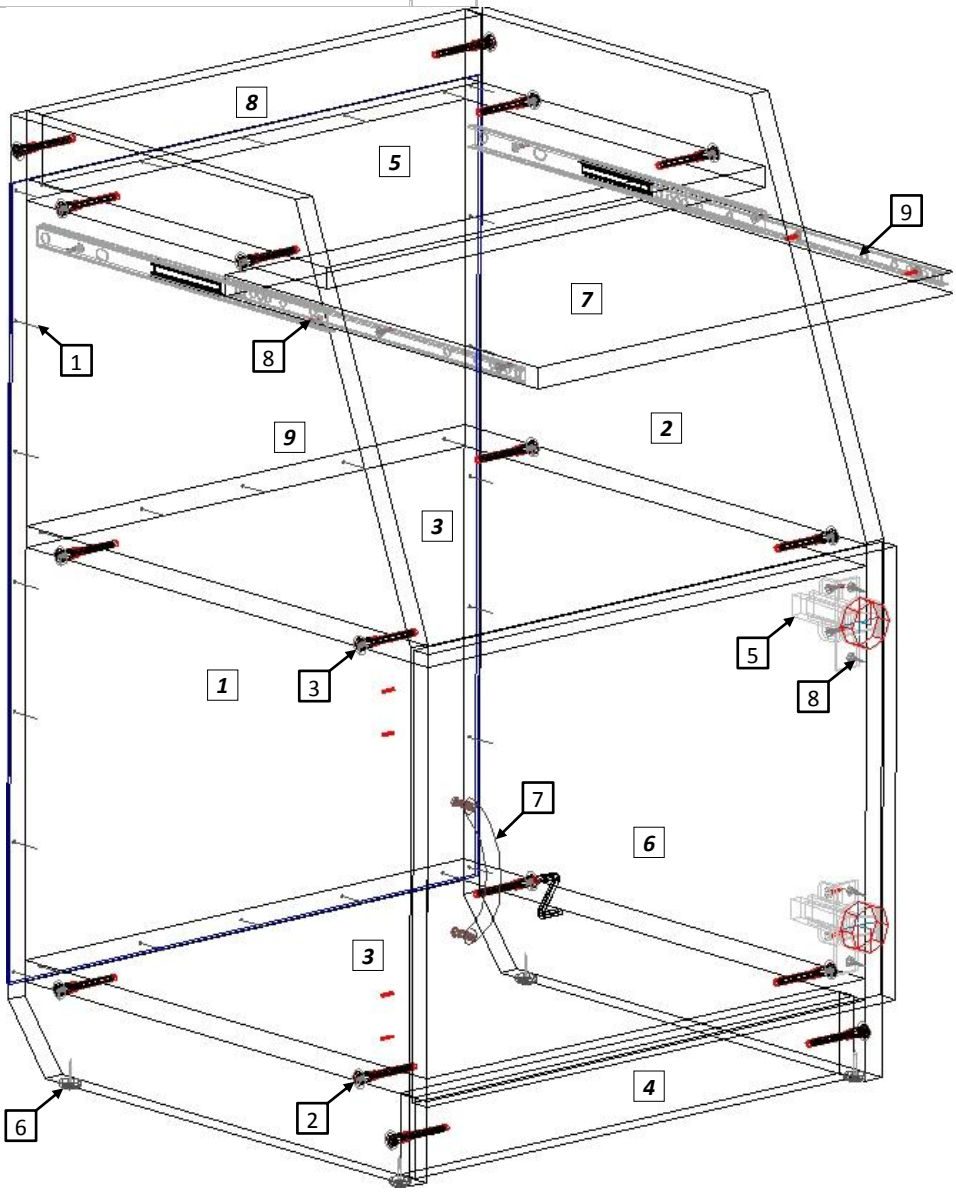

Рис. 1
4.1 Внимательно ознакомьтесь со схемой сборки, изображённой на рис. 1, сверяясь с комплектовочной ведомостью на изделие. Согласно позициям на схеме и комплект. ведомости определите расположение деталей в изделии и порядок их сборки. Сборка производится на ровном полу, укрытом материалом, предотвращающим повреждение покрытия пола и деталей мебели. Подготовьте необходимые для сборки инструменты – плоскую и крестовую отвёртки, молоток, рулетку или линейку.
4.3 Евровинтами (2), как показано на рис. 1, соедините вертикальные боковые стенки [1, 2] с горизонтальными стенками [3] и цоколем [4]. Шурупами (8) закрепите выдвижную полку [7]. При помощи евровинтов (2) установите горизонтальную стенку [5] и соединительную планку [8]. Гвоздями (1) закрепите заднюю стенку ДВПО [9]. Головки евровинтов закройте заглушками (3).